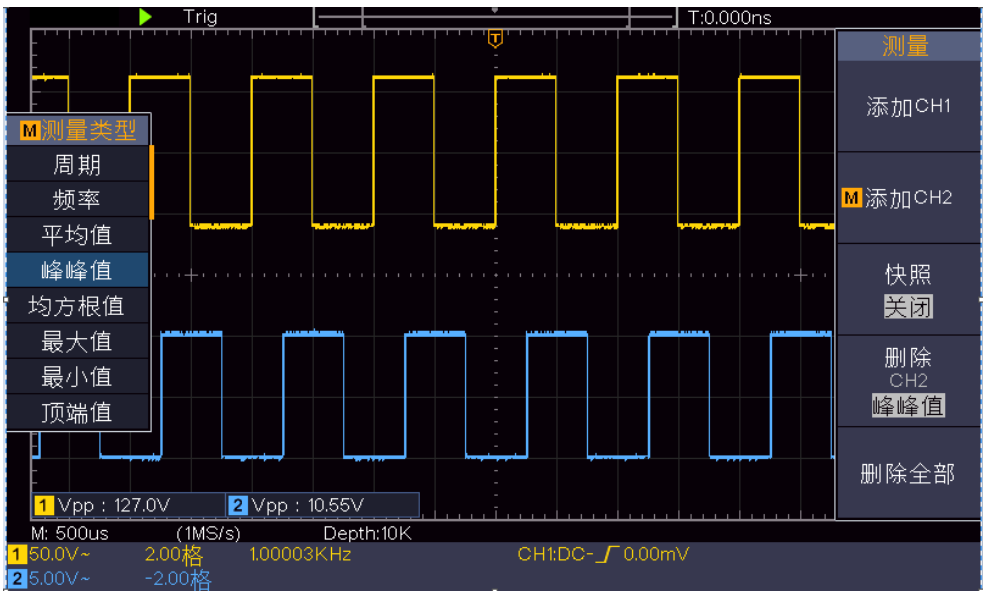

图 6-2：增益测量波形
(1) 按下 **自动设置** 按键。示波器自动把两个通道的波形调整到合适的显示状态。
(2) 按 **测量** 键，屏幕右侧显示自动测量菜单。
(3) 按右侧菜单中的 添加CH1。
(4) 屏幕左侧显示测量类型菜单，旋转 **通用** 旋钮选择 峰峰值 选项。
(5) 在右侧菜单中，按 添加CH1，CH1的峰峰值测量添加完成。
(6) 在右侧菜单中，按 添加CH2，CH2的峰峰值测量添加完成。
(7) 从屏幕左下角测量值显示区域读出CH1和CH2的峰峰值。见图 6-2。
(8) 利用以下公式计算放大器增益。